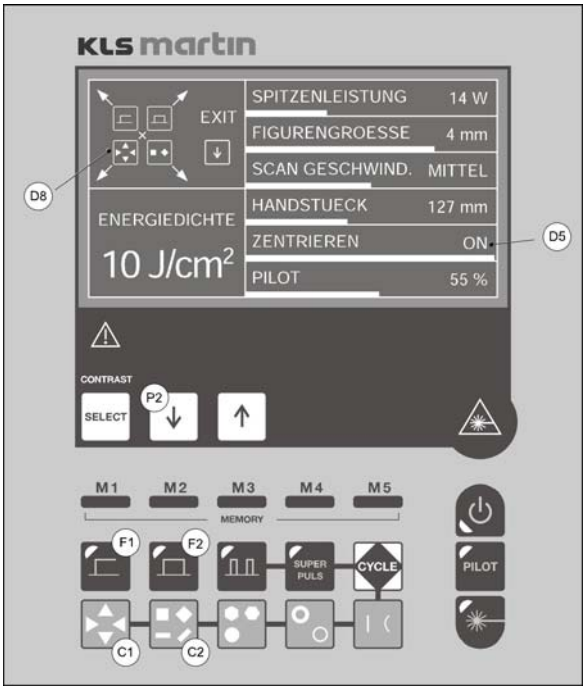

Fig. 6.9 Centrage
Si le mode CENTRER est sélectionné, le visuel affiche « CENTRER MARCHE » (D5, fig. 6.9).
Au moyen des touches F1, F2, C1 et C2 (fig. 6.9), la figure de scannage peut être déplacée dans 4 directions différentes placées à la verticale des unes des autres. La figure de scannage ne peut être déplacée que dans les limites de la plus grande figure de scannage. Pour cette raison, il n'est judicieux de déplacer, au moyen de la fonction CENTRER, que des figures de scannage qui sont nettement plus petites que la figure de scannage potentiellement la plus grande.
- Après avoir réglé le centrage en observant la position de la figure de scannage, quitter le mode CENTRER en pressant la touche flèche (P2, fig. 6.9).